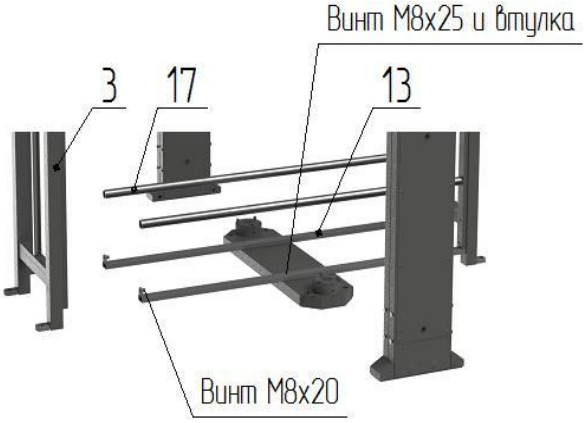

Рис. 2
– к вертикальным стойкам лицевых решеток с внутренней стороны установите нижние стяжки **13** и закрепите винтами М8 к решеткам и к плоскости напольной плиты **7** (рис.2);